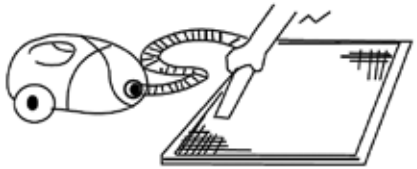

Рис. 2
3. Очистите фильтр с помощью пылесоса. Если фильтр сильно загрязнен, сполосните его водой (Рис. 2, 3).